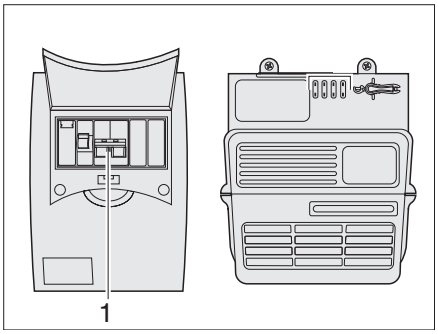

Fig. 93 Residual current circuit-breaker
A residual current circuit-breaker (Fig. 93,1) secures the 240 V power supply.
- Switch the 240 V safety cut-out (see Fig. 93) and the main switch battery (see Fig. 86) on and off briefly in order to interrupt the current flow.